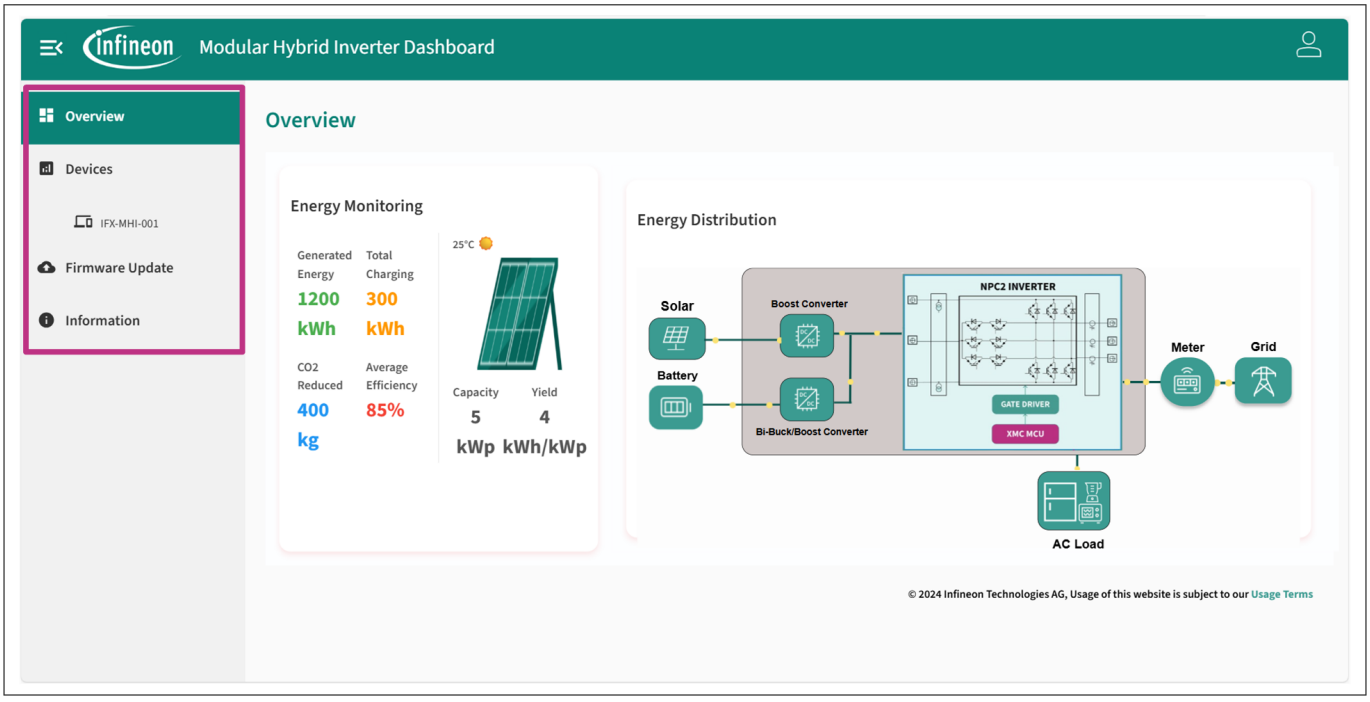

Figure 20 Navigation sidebar of the Modular Hybrid Inverter dashboard
The left navigation panel tabs, as shown in Figure 20, contain the following elements:
- **Energy distribution**: The energy distribution block diagram as shown in Figure 20 visually represents the power flow across system components, such as the solar array, battery, converters, inverter, and AC load/ grid. This diagram is animated, offering a dynamic view of real-time energy flow between components. The animation and directional indicators show how and where energy is routed within the system, providing clear insights into current operational behavior